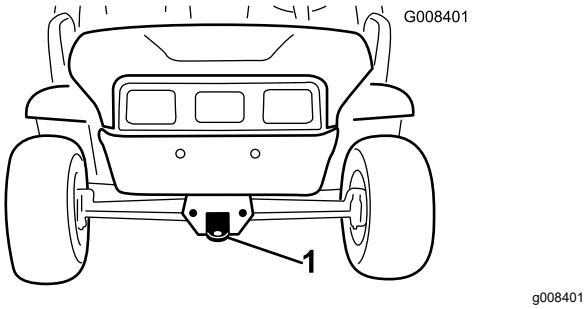
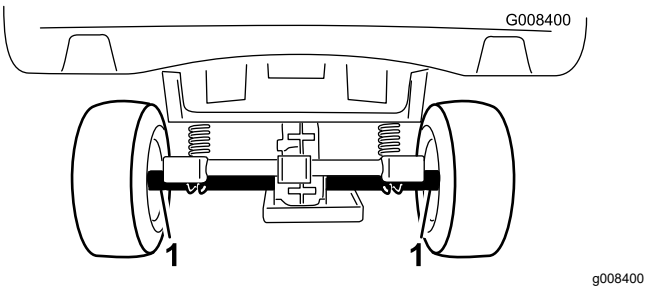

**Figur 22**
**Figur 23**
Använd en släpvagn med ramper i fullbredd om du ska flytta maskinen långt. Bind fast maskinen ordentligt på släpet. Se Figur 22 och Figur 23 för fästpunkternas placering på maskinen.
2. Fäst en bogserlina i bogseröglan framtill på maskinens ram (Figur 22).